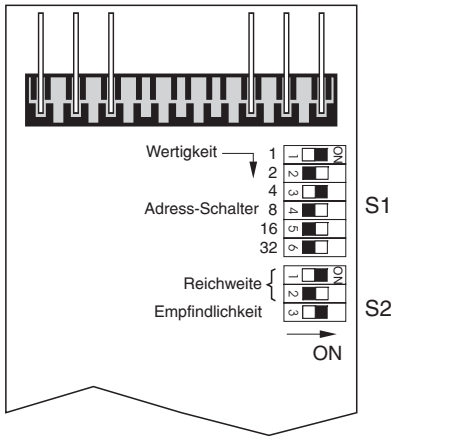

Abb. 6
5.1 BUS-1-Teilnehmeradresse (Abb. 6)
Die Abbildung 6 zeigt Position und Wertigkeit der Schalter S1/1 bis S1/6.
5.2 Programmierung DIP-Schalter S2 (Abb. 6)